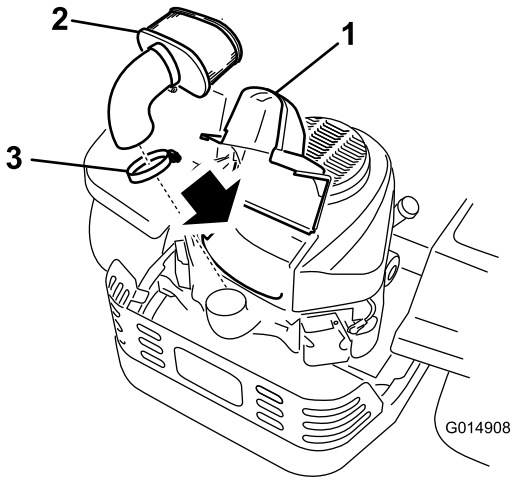

Figur 36
3. Rengør området omkring luftfilterdækslet for at forhindre snavs i at trænge ind i motoren og forårsage skader. Løft dækslet, og fjern slangeklemmen, som fastgør luftfilterenheden på motoren (Figur 36).
4. Løsn slangeklemmen, og fjern papirindsatsen (Figur 36).